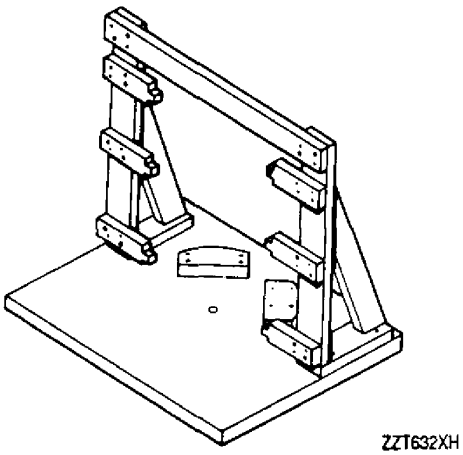

Figure 2. 23034349 Compressor Case Vane Height Setting Fixture
k. Install case assembly in 23034349 setting fixture (figure 2).